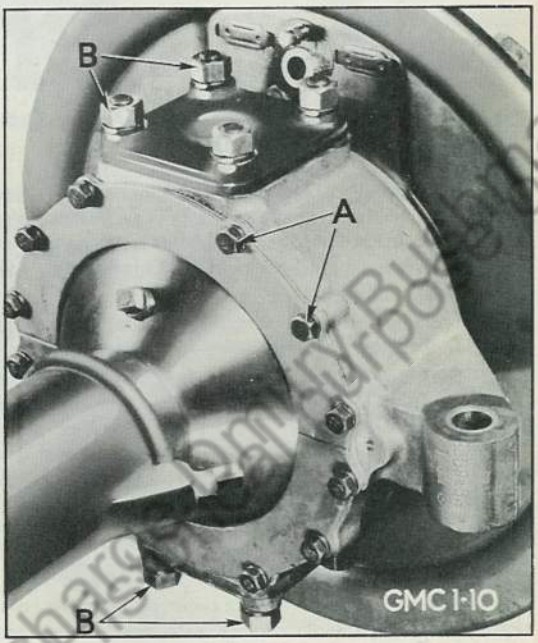

Fig. 25 Outer End Seal Construction—"Banjo" Type Axle
3. Remove 12 cap screws which attach outer end seal inner retainer plates (29) to steering knuckle support (40). Remove plates (29) and seal retainer (30). (See "A," Fig. 25 and refer to Fig. 2, for the names and location of the above parts.
4. Remove nuts from front axle trunnions (top and bottom) shown at "B," Fig. 25. Remove trunnions and shims. Then remove steering knuckle support and bearings from the axle ends. Tag trunnions and shims so they may be replaced in their original positions.